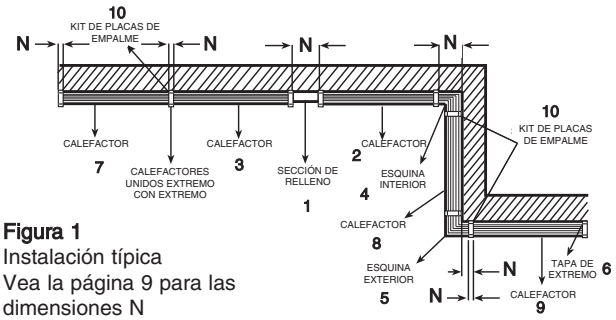
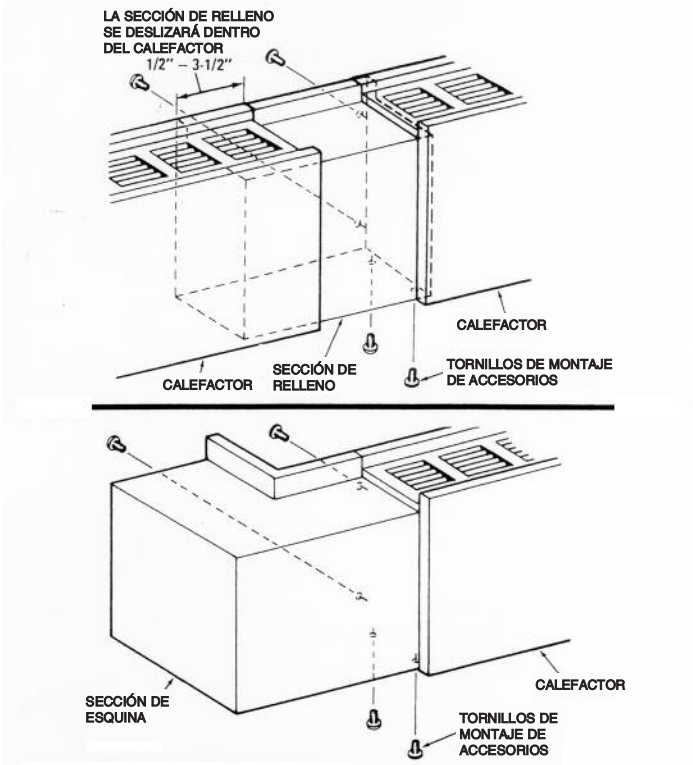

Figura 1
Figura 5
Antes de iniciar la instalación del tipo pared a pared, estudie las dimensiones de las secciones de calefactor y la longitud de pared adicional requerida para los accesorios telescópicos (de extensión) (Figura 1). Verifique que todos los calefactores y accesorios necesarios están disponibles y tienen el acabado correcto.
4. Si se requiere por plan, instale la sección de relleno (1, Figura 1) a cualquier calefactor (2) ó (3) mediante cuatro tornillos #6 suministrados con la sección de relleno. (Consulte la Figura 5). Deseche la tapa de extremo de la sección de relleno, en esta aplicación.
5 Si el tramo de pared tiene esquinas interiores o exteriores, instale la esquina (4 y 5) en el calefactor (2 y 9) mediante cuatro tornillos #6 suministrados con la sección de esquina. (Consulte la Figura 5).
Nota: Se suministran orificios de montaje pretaladrados de 1/4” de diámetro en cada caja de conexiones. Estos orificios pueden utilizarse únicamente cuando no debe instalarse accesorio de inserción por deslizamiento en ese extremo al calefactor (tal como cuando los calefactores (3 y 7) se unen extremo con extremo según se muestra en la Figura 1). Deberán taladrarse orificios de montaje adicionales en la carcasa para soportar el peso de calefactores largos (6’ y longitudes superiores). No taladre orificios adicionales en las cajas de conexiones.
10. Monte el calefactor (2, Figura 1) en la pared utilizando tornillos, pernos o anclajes (suministrados por el instalador) según la construcción de la pared.
11. Deslice telescópicamente la carcasa (3) del calefactor sobre la sección de relleno (1) en la cantidad deseada y monte la carcasa en la pared.
12. Deslice telescópicamente la carcasa (8) del calefactor sobre la sección de esquina (4) en la cantidad deseada y monte la carcasa en la pared.